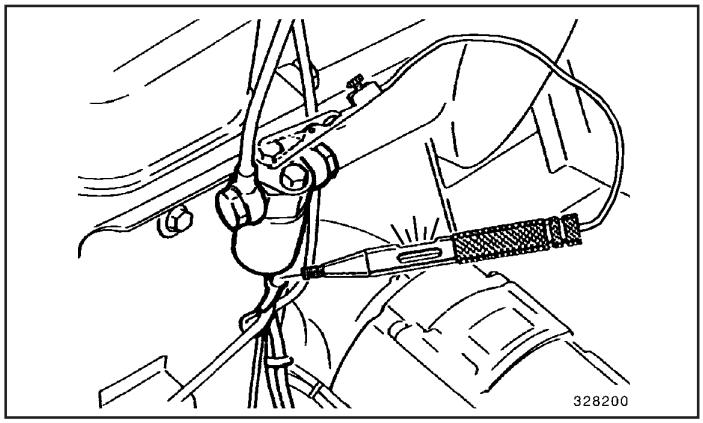

Fig.1
1. Verificação com uma lâmpada de teste (Fig.1)